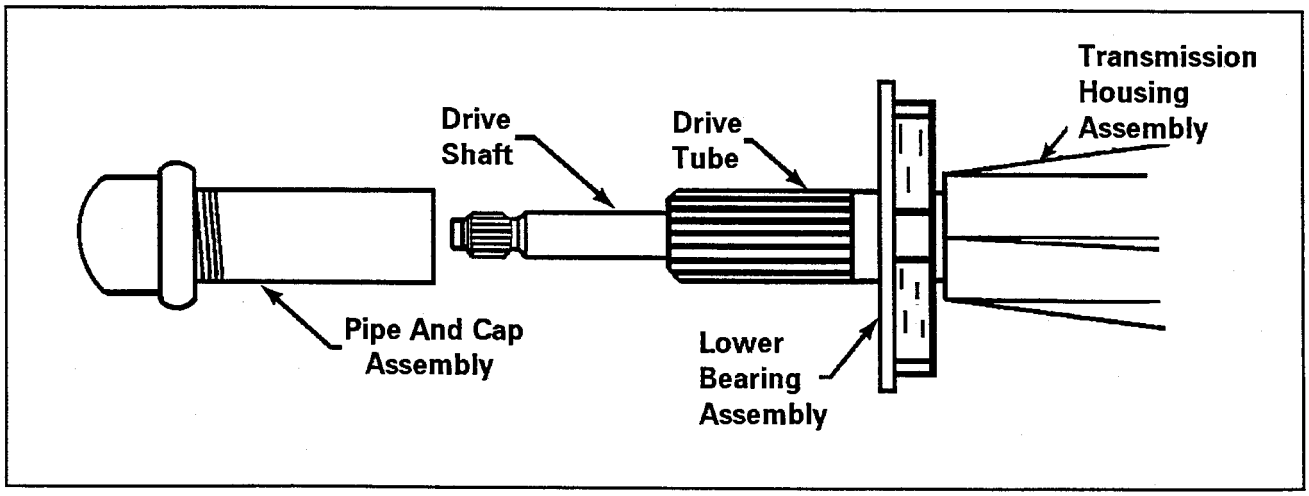

Figure 7-8
4. Remove the three (3) screws which secure the suspension housing to the lower bearing assembly.
6. Using a puller with at least a 3 1/2 inch spread and sufficient reach to encompass the pipe and cap assembly, remove the lower bearing assembly **(Figure 7-8)**.